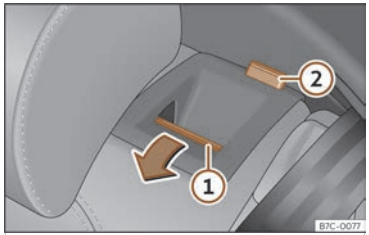

Fig. 68 Asiento trasero: abatir el respaldo.
• Pulse la tecla de desbloqueo ››› fig. 68 ① hacia delante y, al mismo tiempo, abata el respaldo. El respaldo trasero está desbloqueado cuando se ve una marca roja en la tecla ②.